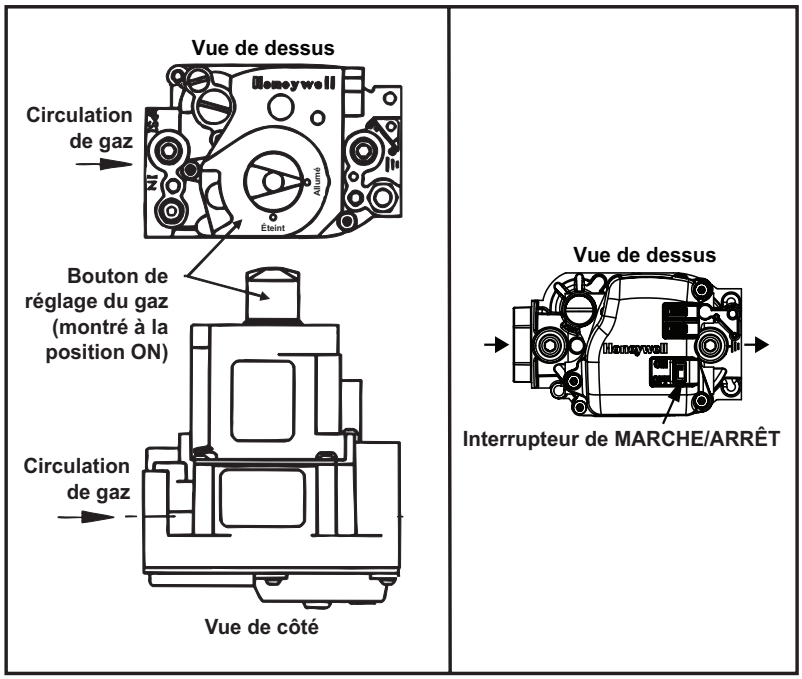

Figure 20. Commande ON/OFF de la vanne de gaz
3. Ouvrez la porte d'accès et localisez le bouton de commande du gaz (ON/OFF) ou le commutateur de la vanne de gaz (voir **Figure 20**).